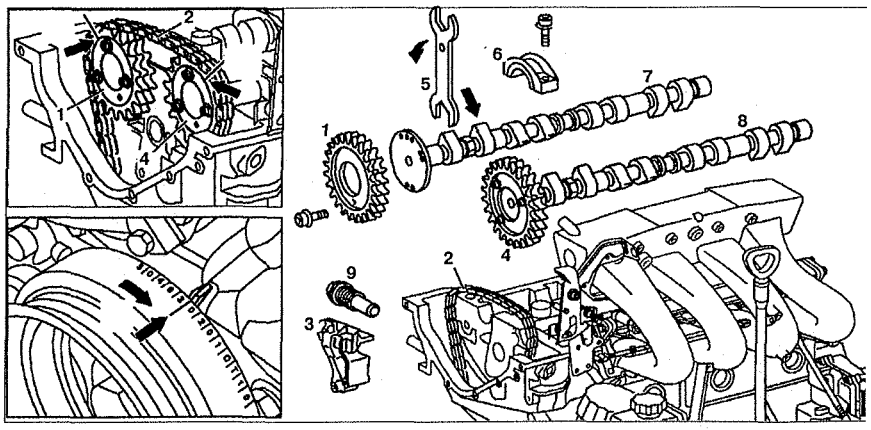

Рис. 2.24. Распределительные валы:
1. Снимите скользящий рычаг **3** (см.рис.2.24).